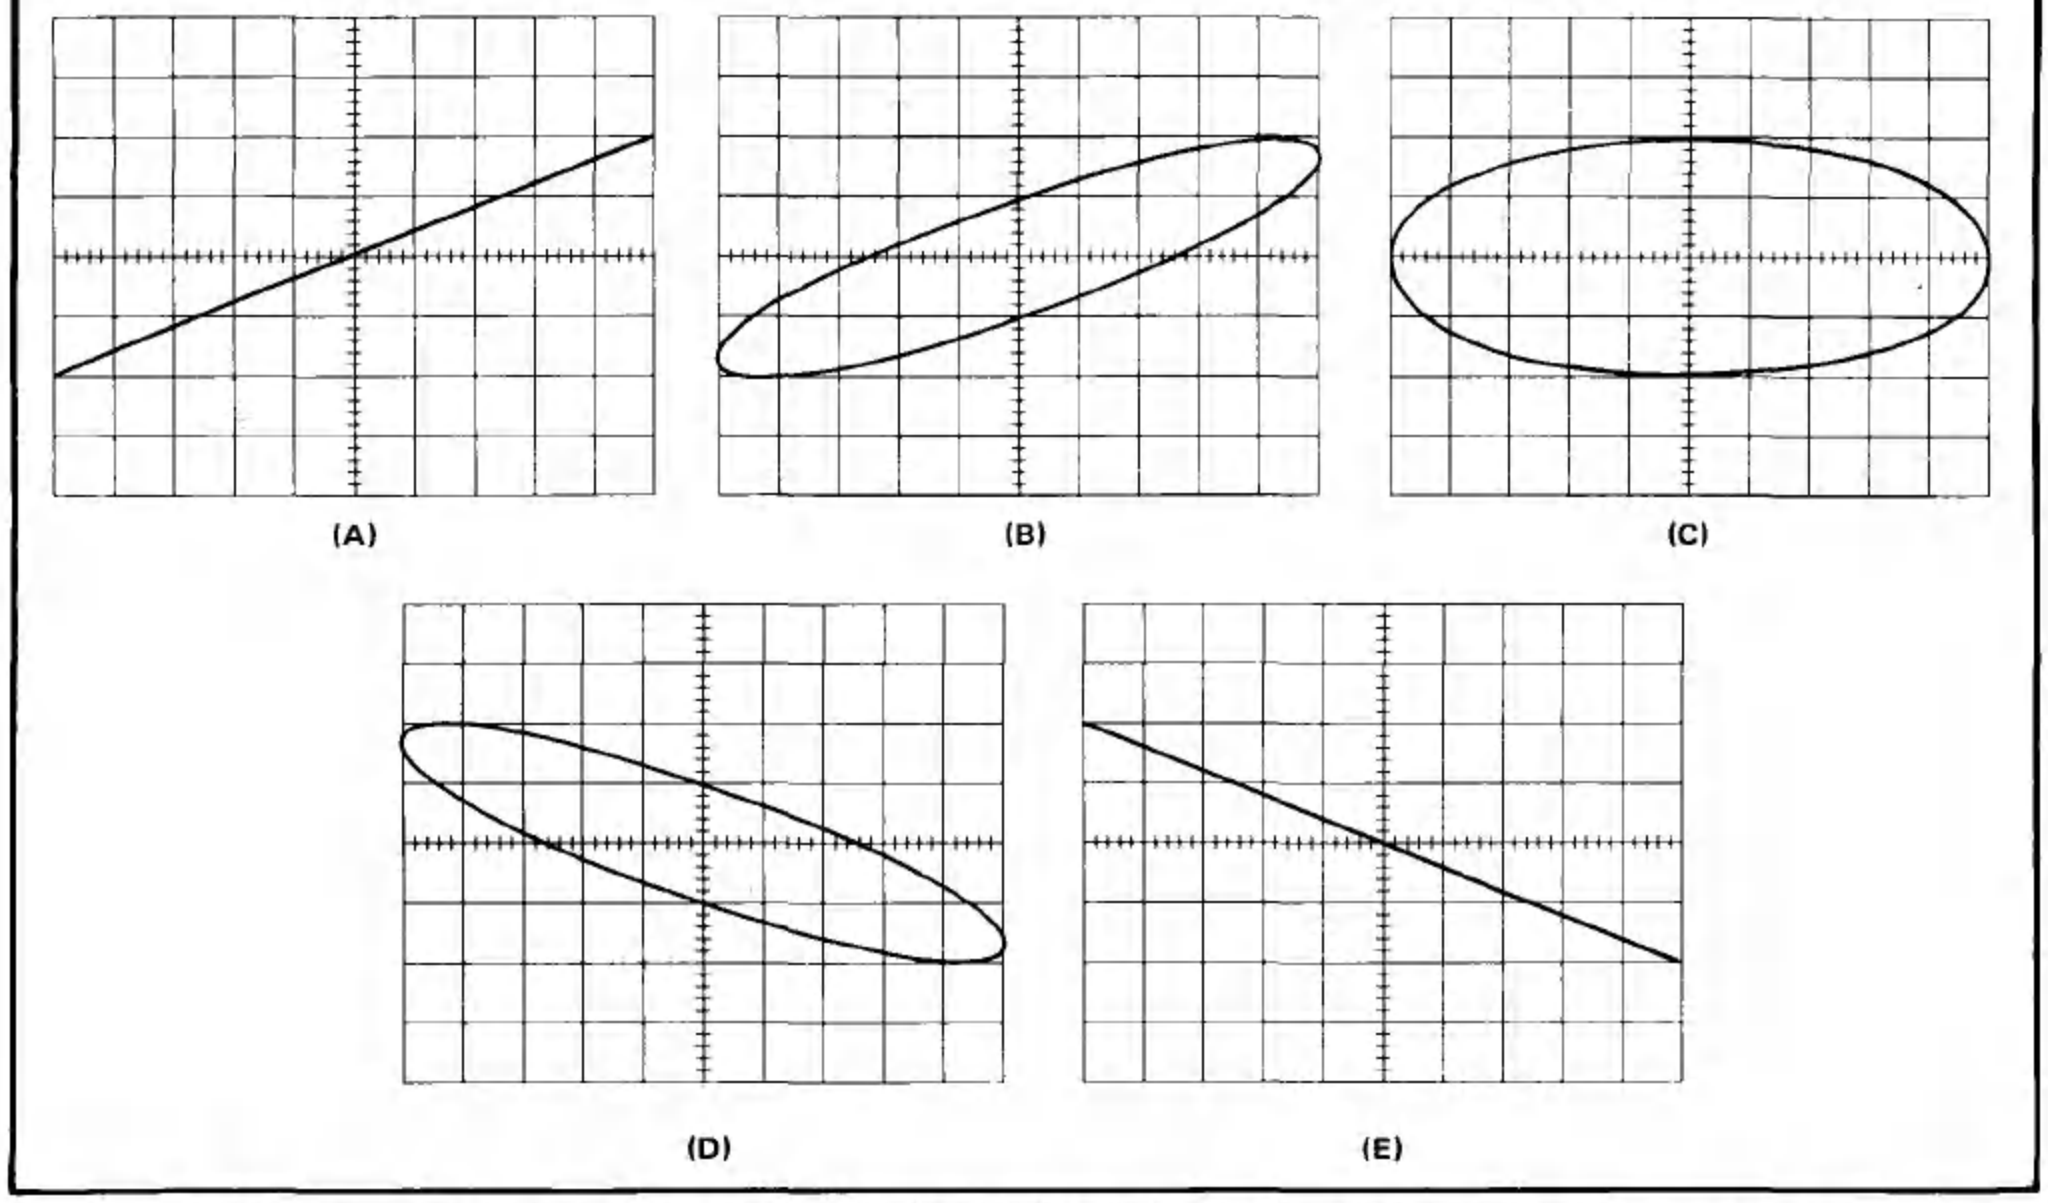

Fig. 2-10. Phase of a Lissajous display. (A) 0° or 360°, (B) 30° or 330°, (C) 90° or 270°, (D) 150° or 210°, and (E) 180°.
5. Divide B by A to obtain the sine of the phase angle (Φ) between the two signals. The angle can then be obtained from a trigonometric table. If the display appears as a diagonal straight line, the two signals are either in phase (tilted upper right to lower left), or 180° out of phase (tilted upper left to lower right). If the display is a circle, the signals are 90° out of phase. Fig. 2-10 shows the Lissajous displays produced between 0° and 360°. Notice that above 180° phase shift, the resultant display is the same as at some lower angle.